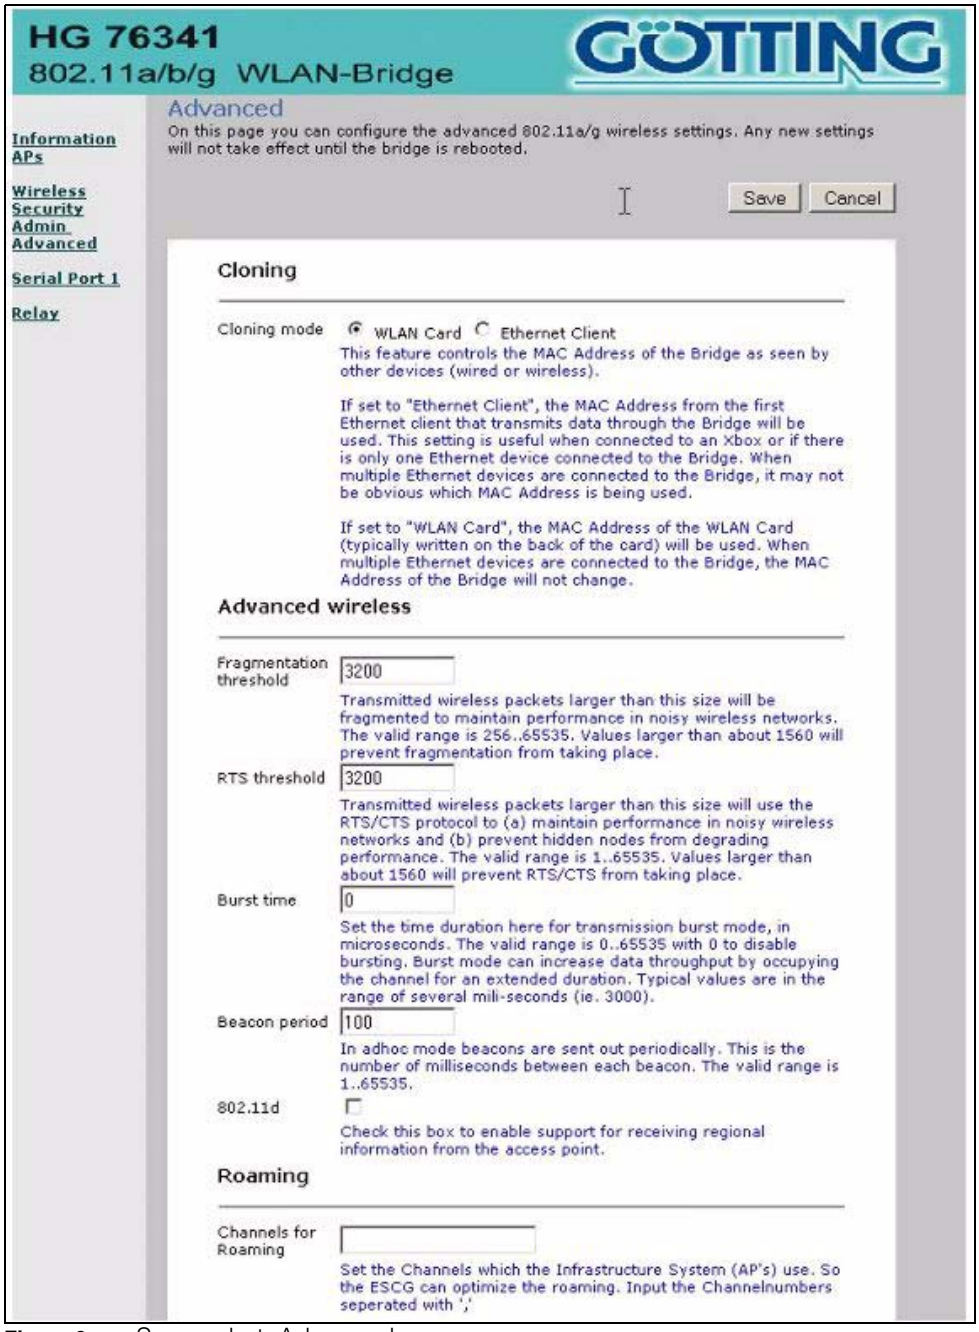

Figure 9 Screenshot: Advanced page
7. Advanced — Setting of further parameters for the operation within the WLAN (e. g. cloning, roaming) (see Figure 9 on page 17)